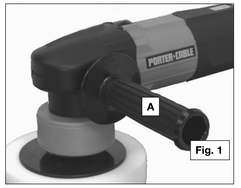

Fig. 1
An auxiliary handle (A) Fig. 1 is furnished with the tool. You can install the auxiliary handle on either side of the front housing to facilitate either right-handed or left-handed operation.
L'outil est vendu avec une poignée auxiliaire (A) Fig. 1. La poignée auxiliaire peut être posée d'un côté comme de l'autre du boîtier avant pour faciliter l'utilisation de l'outil avec la main droite ou la main gauche.